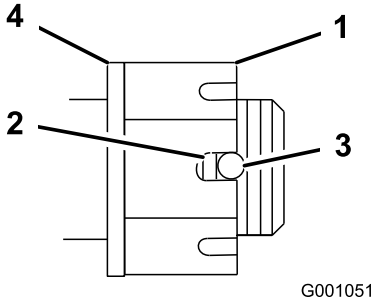

Figuur 58
4. Draai de sleufmoer aan met een torsie van 170 Nm (Figuur 58).
5. Controleer de afstand van de onderkant van de sleuf in de moer tot de binnenrand van de opening. Er mogen maximaal twee schroefdraden zichtbaar zijn (Figuur 58).
7. Draai de sleufmoer aan met een torsie van 170 Nm (Figuur 58).
8. Draai de moer aan totdat de volgende serie gleuven recht tegenover de opening in de as staan (Figuur 58).